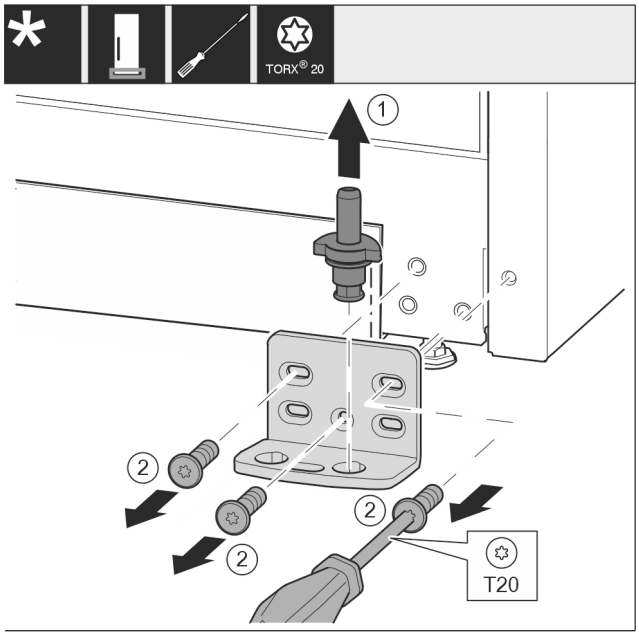

Fig. 17
- ▶ Ložiskový čep *Fig. 17 (1)* celý vytáhněte nahoru.
- ▶ Šroubovákem vyšroubujte šrouby *Fig. 17 (2)* a sejměte stojan ložiska.